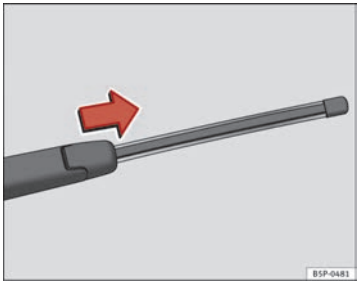

**Fig. 168 Removing the rear window wiper blade**
– Lift the wiper arm away from the glass ⇒ Fig. 168
– Slide the blade adapter in the direction of the arrow and remove the blade ⇒ Fig. 168.